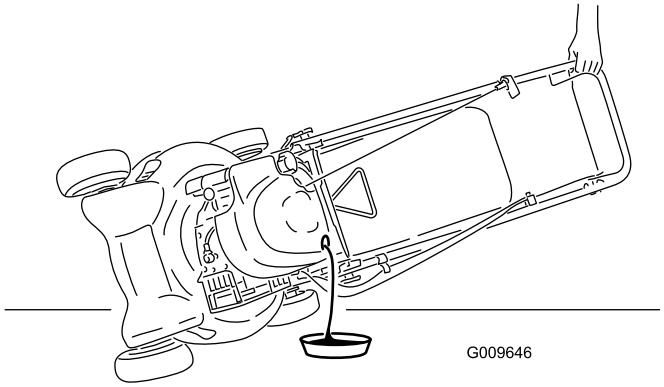

**Figuur 22**
3. Kantel de machine op de zijkant (met de peilstok omlaag) om de gebruikte olie via de vulbuis weg te laten lopen (Figuur 22).